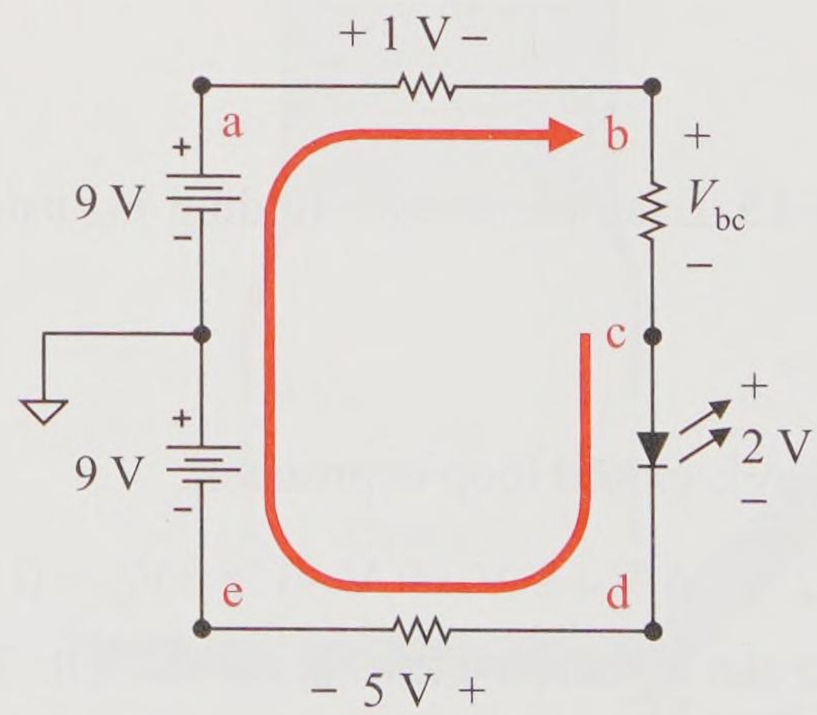

Figure 6-16 Circuit voltage walkabout (practical solution to find V_{bc})
The following voltage walkabout process is very straightforward and requires only adding voltage rises and subtracting voltage falls. It is based upon KVL. Use the circuit in Figure 6-16 to visualize this process.
- Draw an unclosed loop from the *reference node c* to the *target node b* over a path that has all *known* component voltage drops. Node c is the *reference node* because it is the 2nd subscript of V_{bc}. Refer to Figure 6-16.
Use Figure 6-16 and the *circuit voltage walkabout* technique to find V_a, V_e, V_{ae}, and V_{bd}. Hint, what is the implied 2nd subscript of V_a?